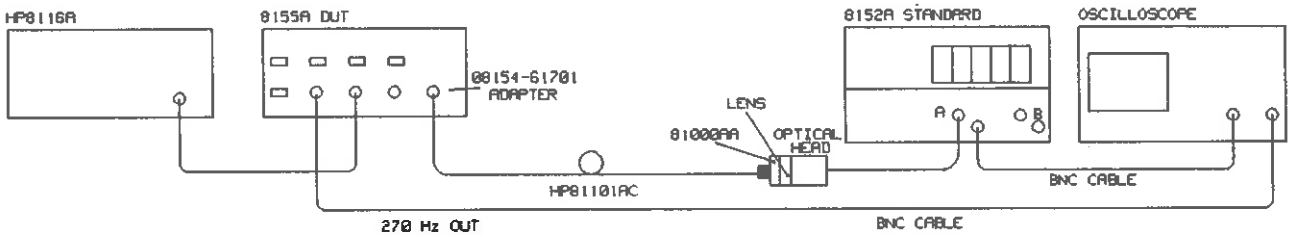

Figure 4-2. LF Modulation Test Set-up
1. Connect equipment as shown in Figure 4-2